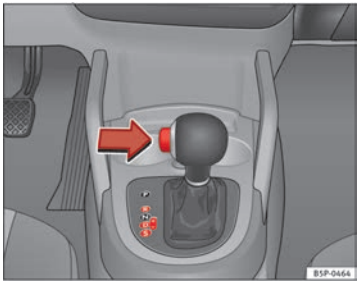

Fig. 144 Driving
– Press the button on the selector lever knob (on the left ⇒ Fig. 144).